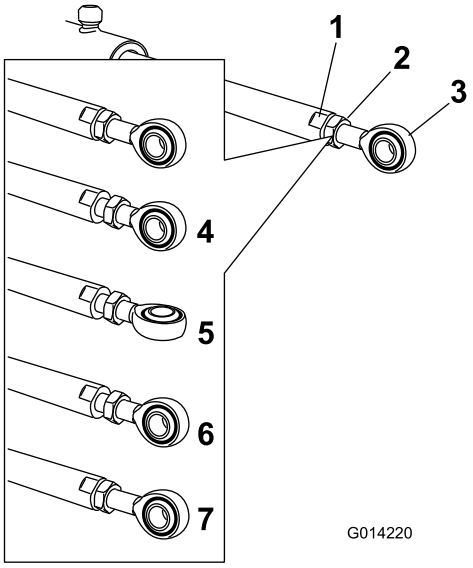

Figur 97
5. Brug en skruenøgle på de flade sider af aktuatorstangen for at gøre den ubevægelig, og løsn derefter kontramøtrikken, så øjestangen kan manipuleres (Figur 97).
6. Drej øjestangen i aktuatorstangen, så den forlængede aktuator forkortes eller forlænges til den ønskede position (Figur 97).